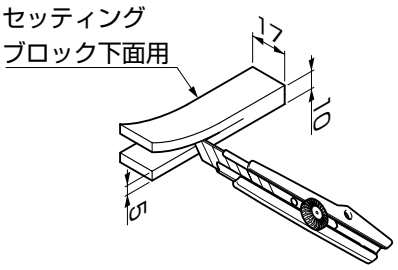

図4-17　A部詳細図
- ●中桟に取付けるセッティングブロック下面用は、加工をしてから取付けてください。（図4-17参照）